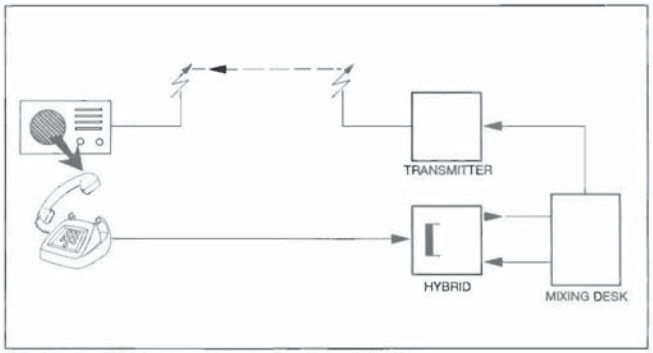

Fig. 5a Rückkopplung über den Empfänger beim Hörer
- Rückkopplung beim Teilnehmer, wenn Radioapparat und Hörer zu nahe beieinander sind und/oder die Wiedergabelautstärke des Radioapparats beim Hörer zu laut eingestellt ist (Bild 5a);